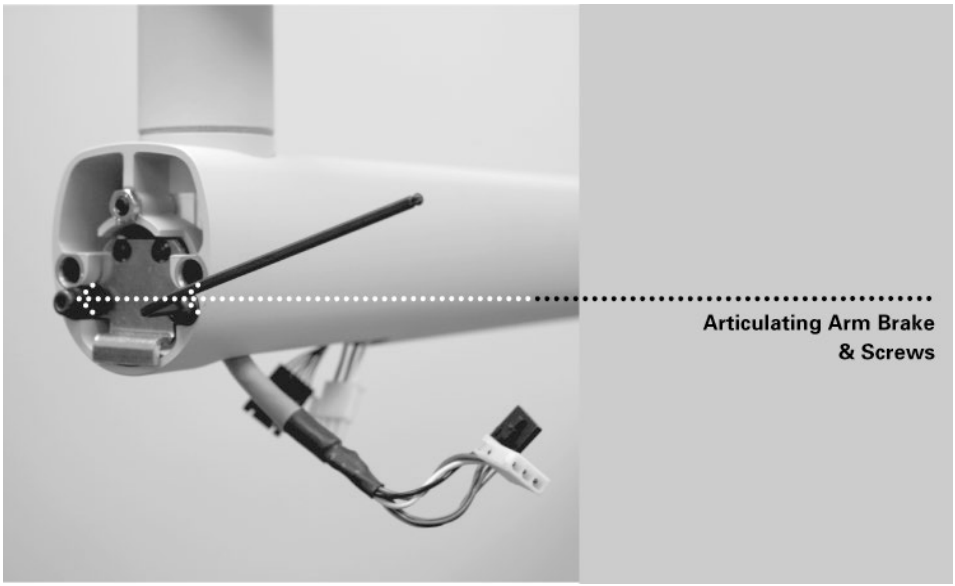

Figure 22
3. Using a 3 mm Allen wrench, install the Articulating Arm brake. Tighten screws until the Articulating Arm brake comes into contact with the shaft of the Articulating Arm. If additional friction is required to prevent drifting, turn the two screws evenly ~¼ turn at a time until drift stops, as shown in *Figure 22*.